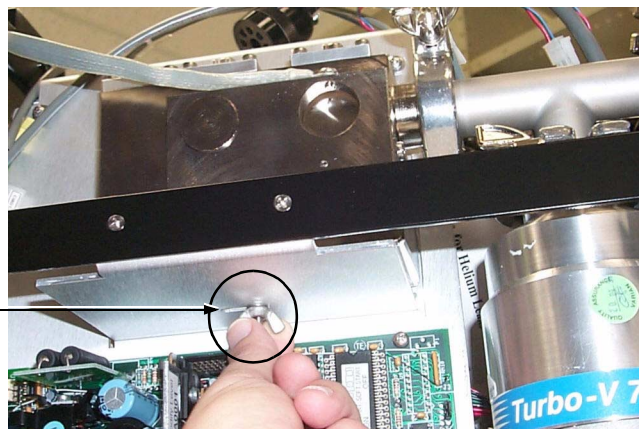

Figure 5-3 Wing Nut Under Shelf
8. Taking care not to damage the turbo pump controller PCB located underneath the shelf, remove the wing nut, locking washer and flat washer located underneath the shelf below the spectrometer tube (Figure 5-3).